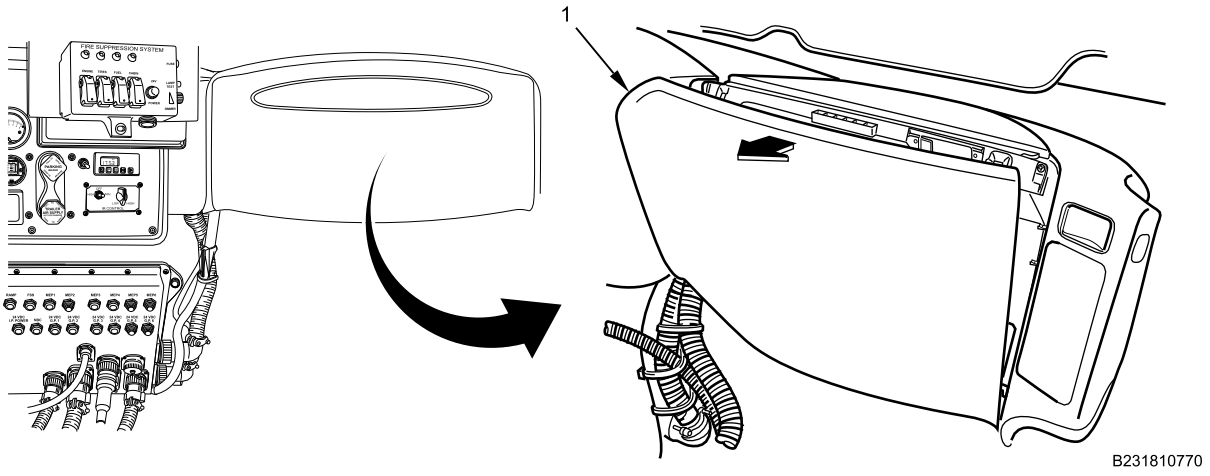

Figure 2. Instrument Panel Right Side Closeout Fuse Access Panel.
2. Remove fuse access panel (Figure 2, Item 1) by pulling top of fuse access panel (Figure 2, Item 1) back and then up.